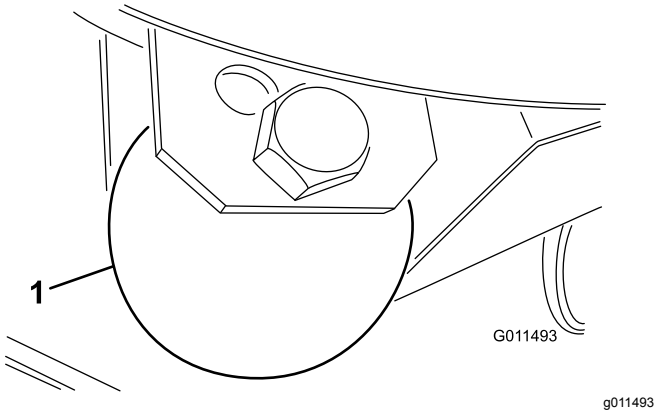

Figuur 27
1. Verwijder de bout en de moer waarmee het maatwiel is bevestigd aan de beugels van het maaidek (Figuur 27).